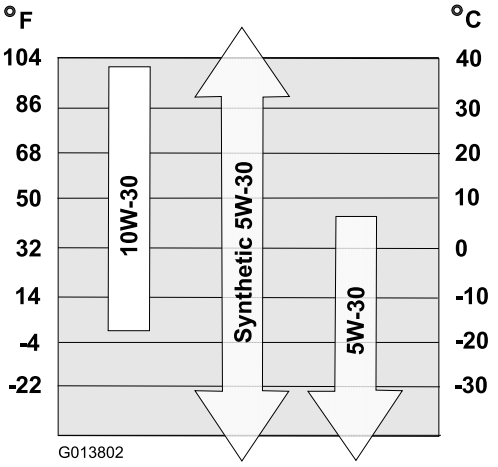

Bild 21
6. Wählen Sie in Bild 21 unten die beste Ölviskosität für den erwarteten Bereich der Außentemperaturen aus: